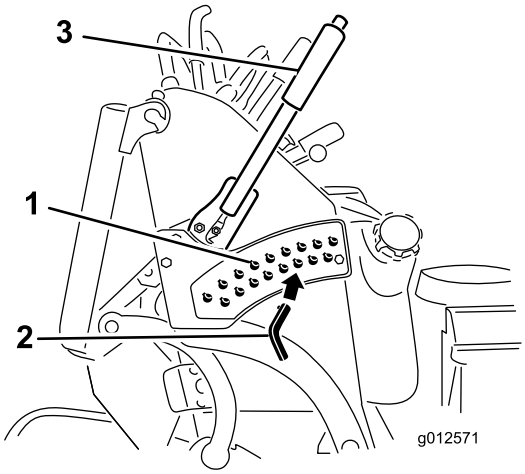

Figura 28
3. Seleccione um orifício, no suporte da altura de corte, que corresponda à altura de corte desejada e insira o pino (Figura 28).
4. Empurre o botão na parte superior e desça a alavanca da altura de corte para o pino (Figura 28).